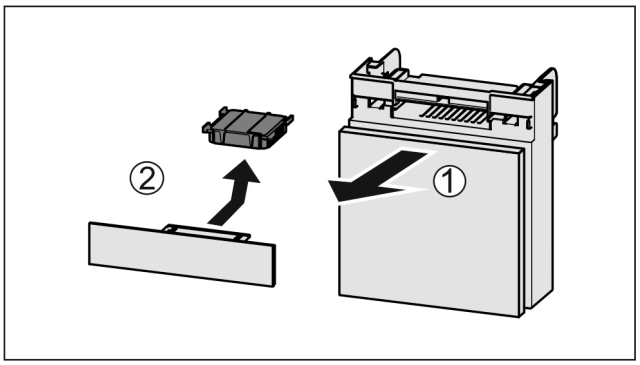

Fig. 114
▶ Extrageți *Fig. 114 (1)* compartimentul către înainte.
▶ Scoateți *Fig. 114 (2)* filtrul de cărbune activ.